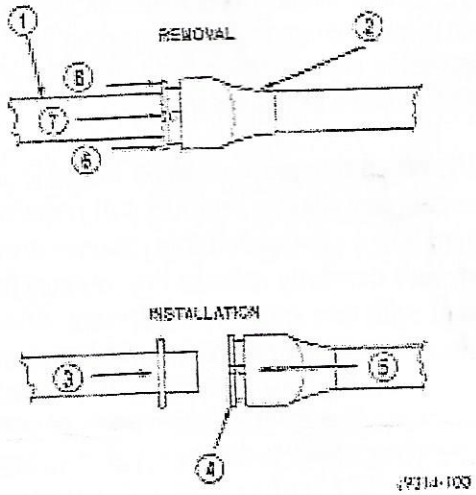

Fig. 13 Plastic Retainer Ring Type Fitting
This type of fitting can be identified by the use of a full-round plastic retainer ring (Fig. 13) usually black in color.
(1) Perform fuel pressure release procedure. Refer to Fuel Pressure Release Procedure in this section.
(2) Disconnect negative battery cable from battery or auxiliary jumper terminal.
(3) Clean fitting of any foreign material before dis-assembly.
(4) To release fuel system component from quick-connect fitting, firmly push fitting towards component being serviced while firmly pushing plastic retainer ring into fitting (Fig. 13). With plastic ring depressed, pull fitting from component. The plastic retainer ring must be pressed squarely into fitting body. If this retainer is cocked during removal, it may be difficult to disconnect fitting. Use an open-end wrench on shoulder of plastic retainer ring to aid in disconnection.
(5) After disconnection, plastic retainer ring will remain with quick-connect fitting connector body.
(6) Inspect fitting connector body, plastic retainer ring and fuel system component for damage. Replace as necessary.
(7) Prior to connecting quick-connect fitting to component being serviced, check condition of fitting and component. Clean parts with a lint-free cloth. Lubricate with clean engine oil.
(8) Insert quick-connect fitting into component being serviced until a click is felt.
(9) Verify a locked condition by firmly pulling on fuel tube and fitting (15-30 lbs.).
(10) Connect negative cable to battery.
(11) Turn key on and off twice to pressurize the fuel system. Check for leaks prior to starting engine.